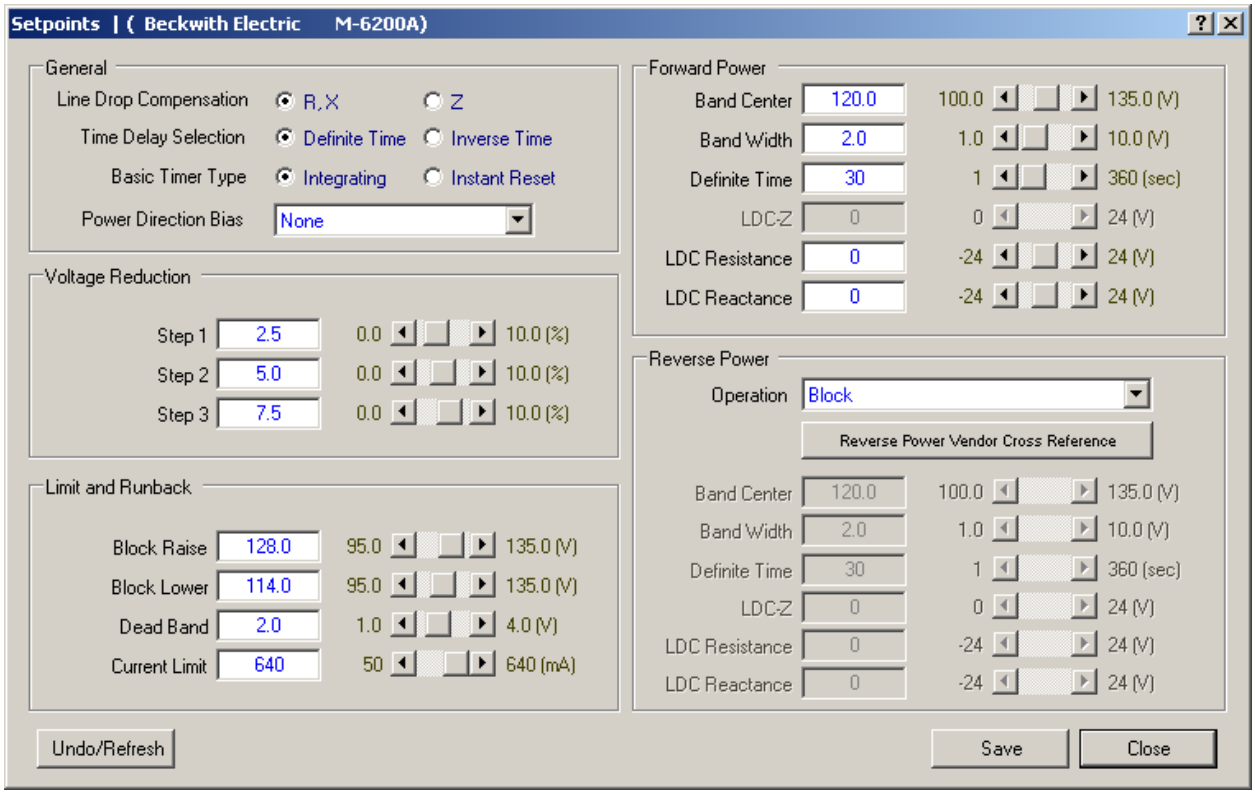

Figure 4-53 Setpoints Dialog Screen
1. Select **Setup/Setpoints** from the TapTalk® toolbar. TapTalk will display the Setpoints dialog screen (Figure 4-53).